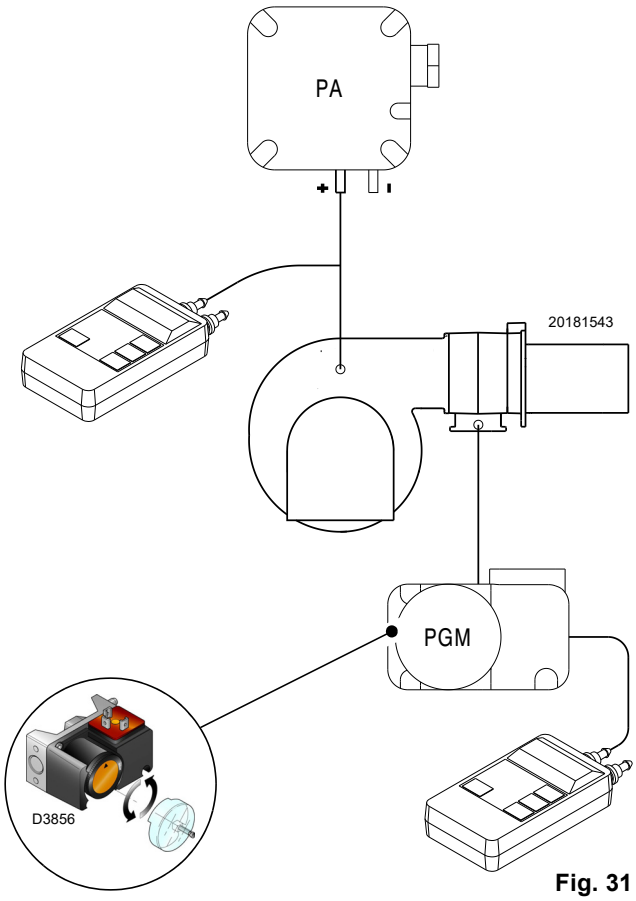

Fig. 31
- ➤ Régler le pressostat gaz seuil maximum (Fig. 31 à la p. 28) en fin d'échelle.
Effectuer le réglage du pressostat gaz seuil maximum (Fig. 31) après avoir effectué tous les autres réglages du brûleur avec le pressostat gaz seuil maximum réglé en fin d'échelle.